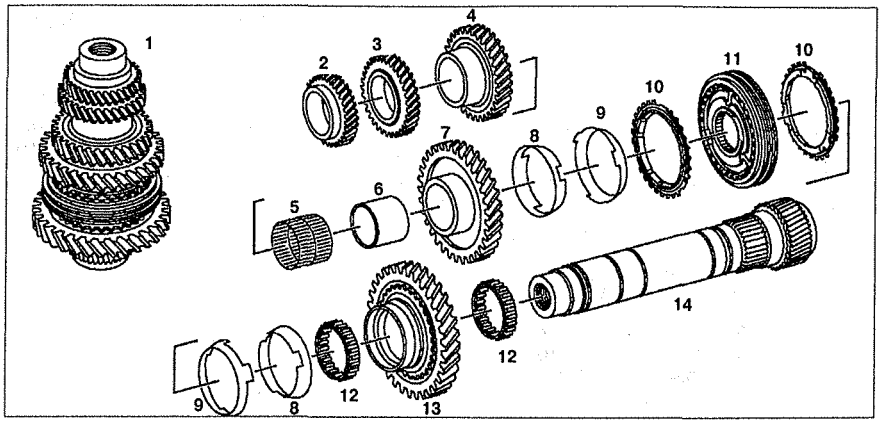

Рис. 6.37. Ведомый вал (автомобили с двигателем 611.980):
26. Выпрессуйте фиксированные шестерни **2** и **3** 5-й и 4-й передач (см.рис.6.37).